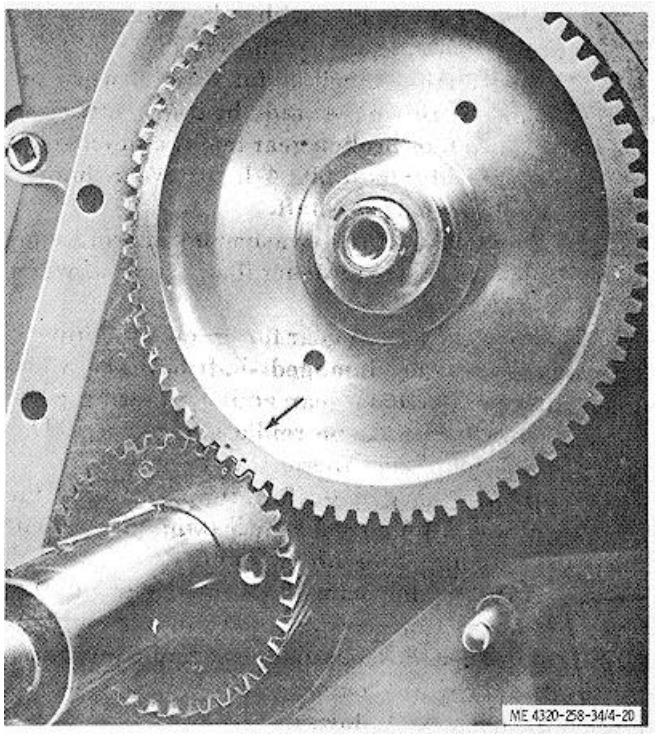

Figure 4-20. Timing gears showing alinement marks.
(2) Hold the camshaft toward the front of the engine with a bar inserted into the fuel pump hole. Aline the timing marks on the camshaft and crankshaft gears (fig. 4-20) and drive the gear (15, fig. 4-3) onto the camshaft.